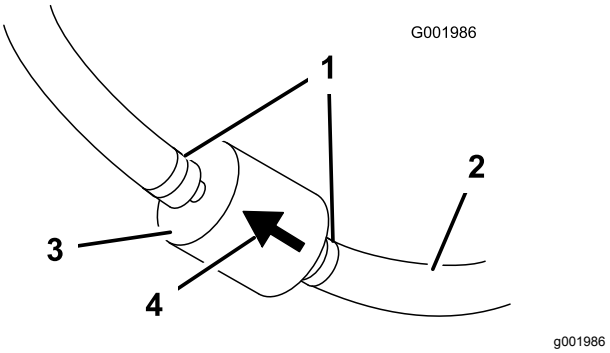

Figur 44
5. Kläm ihop ändarna på slangklämmorna och skjut bort dem från filtret (Figur 44).